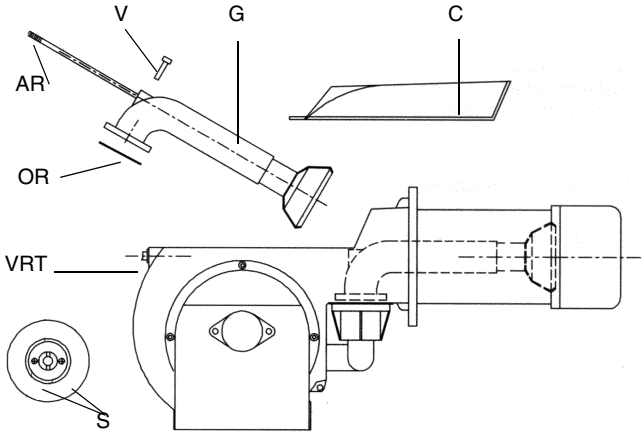

Fig. 38
- Smontaggio esame e pulizia testa di combustione (vedi Fig. 38)